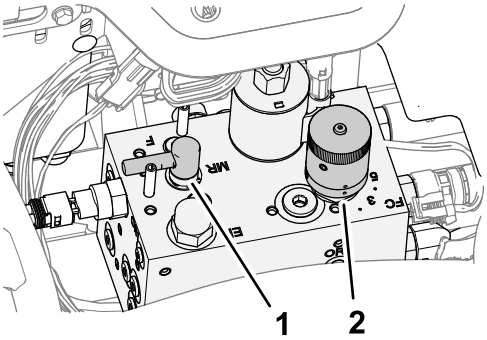

Figur 90
4. Flyt baglapningsgrebet til positionen R (baglapning) (Figur 90).